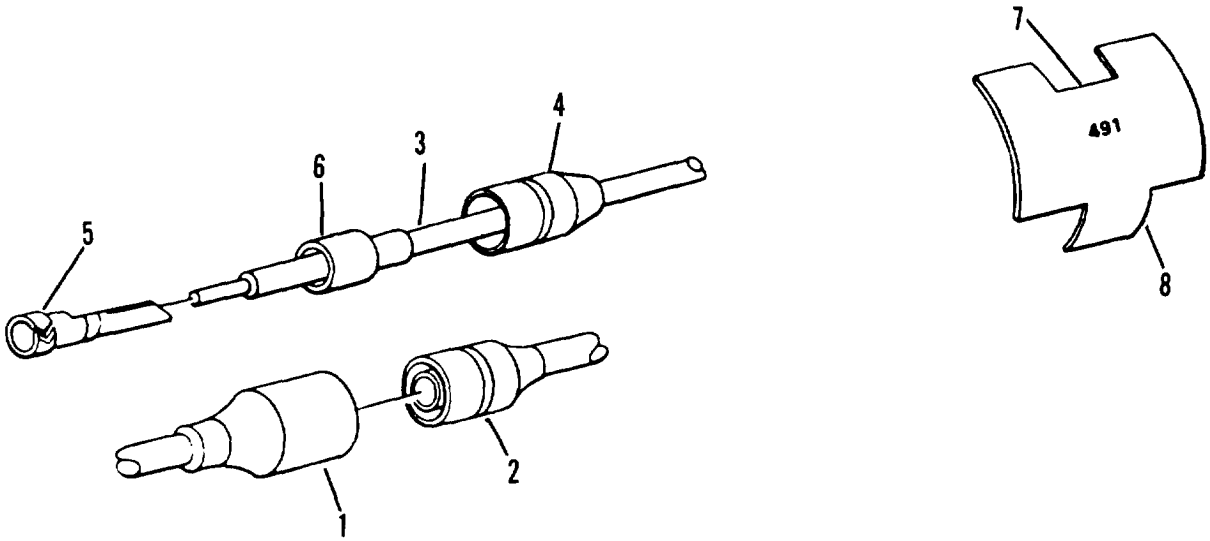

Figure 4-17. Female connector repair
(1) Separate connector halves (1 and 2, figure 4-17).
(2) Slide shell (4) up wire lead (3) until clear of terminal (5).
(3) Using diagonal cutting pliers, cut terminal (5) off wire lead (3). Be sure to leave enough lead for connection after repair.
(4) Slide shell (4) and sleeve (6) off wire lead (3). Discard shell (4) and sleeve (6).
(5) Using wire stripper, strip insulation from wire lead (3) 1/8-inch (3.2 mm) from end.
(1) Open tab ends of marker band (7, figure 4-17) and remove. Discard marker band (7).
(2) Using etching tool, etch proper number on new marker band (7).